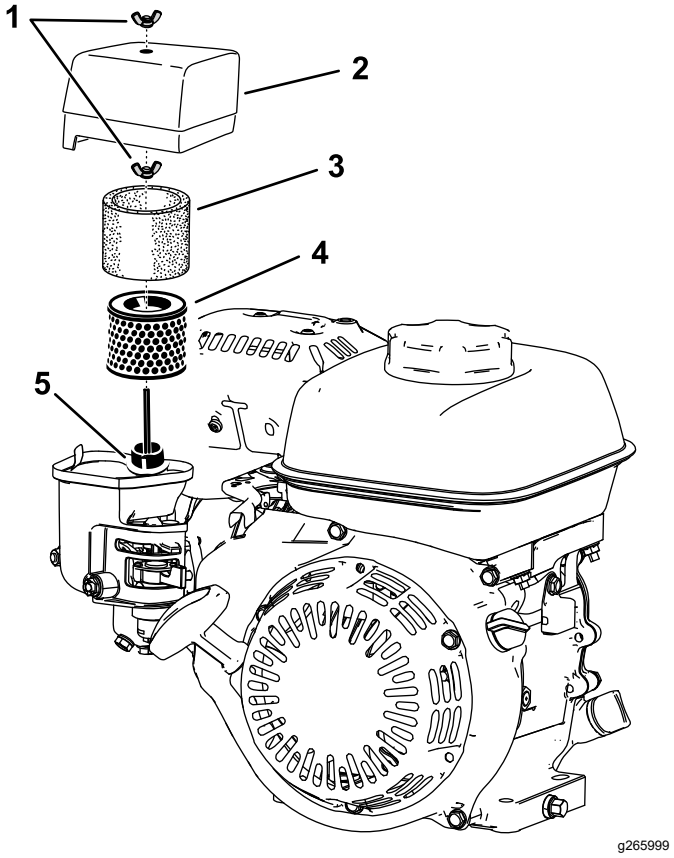

Figura 27
2. Rimuovete il dado ad alette che assicura la protezione del filtro dell'aria (Figura 27).